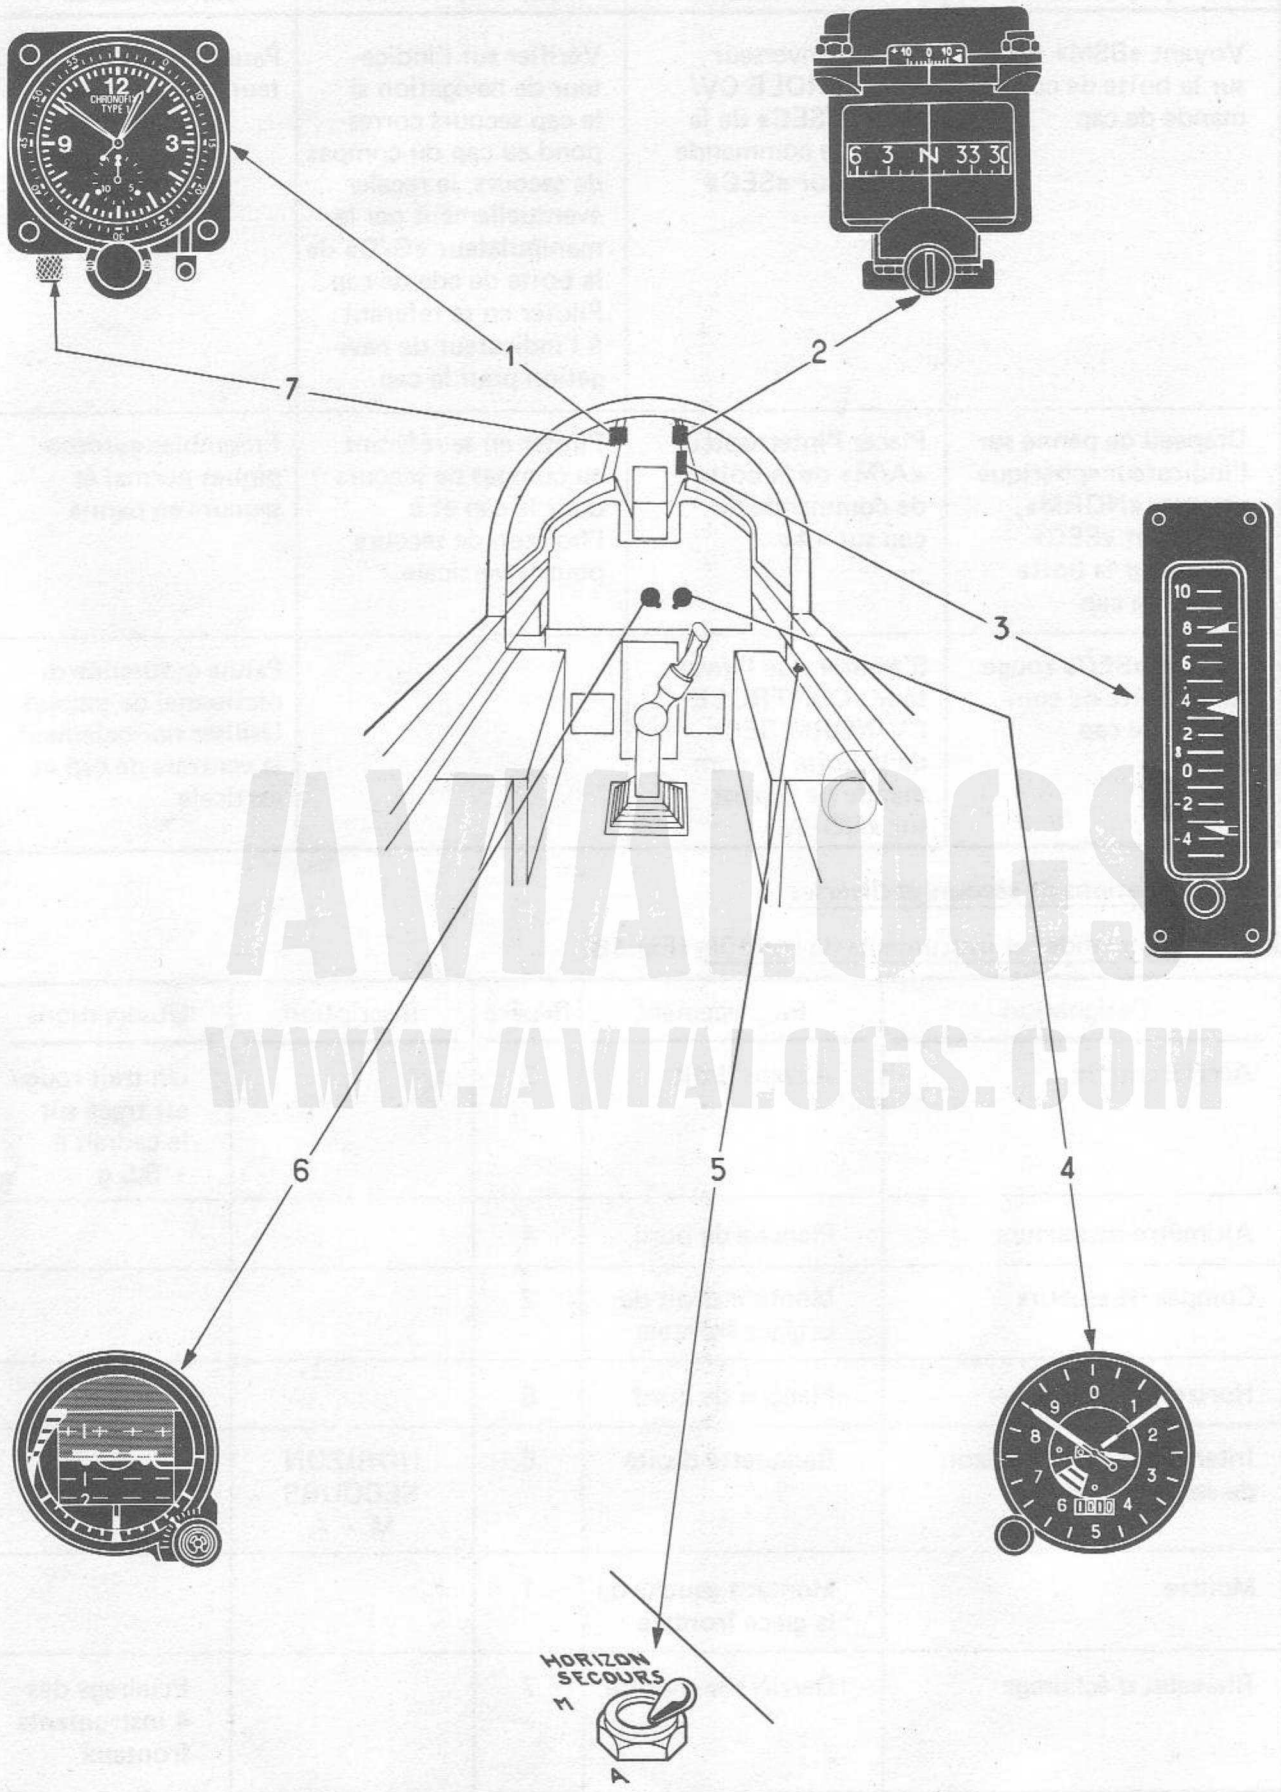

FIGURE 18 - COMMANDES ET CONTROLES DES INSTALLATIONS DE SECOURS ET DIVERSES
9.4.1 - Commandes et instruments de contrôle (Fig. 18)